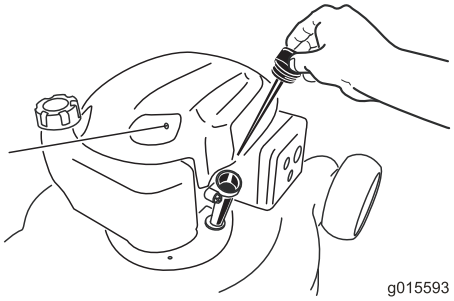

Bild 5
2. Ziehen Sie den Ölmessstab heraus (Bild 5).